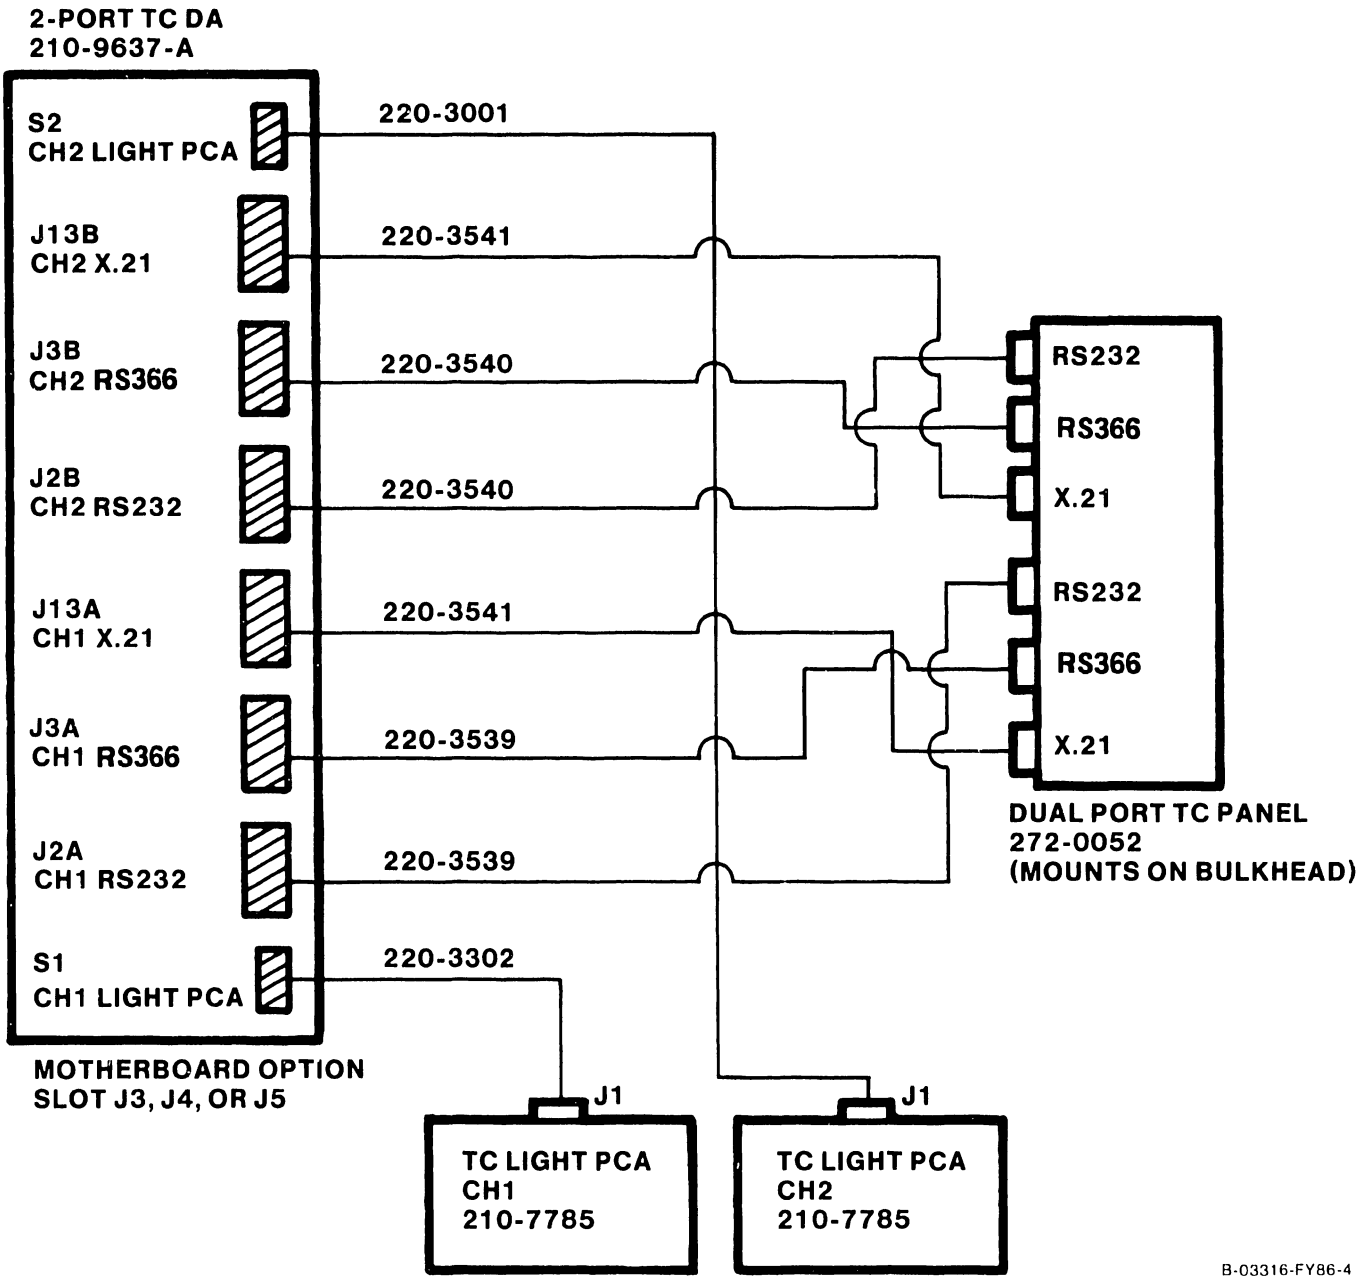

Figure 9-22. 2-Port TC DA Option Cabling
1) Install the RS232, RS366, and X.21 cables through the mainframe via the cable trough and connect the cables to the 2-Port TC DA and the Dual Port TC Panel as shown in figure 9-22.
2) Note cable orientation (para. 7.8) and install the Light Board Interface Cables from 2-Port TC connector S1 to the first Light Board PCA connector and 2-Port TC connector S2 to the second Light Board PCA connector. Refer to the cabling diagram in figure 9-22.